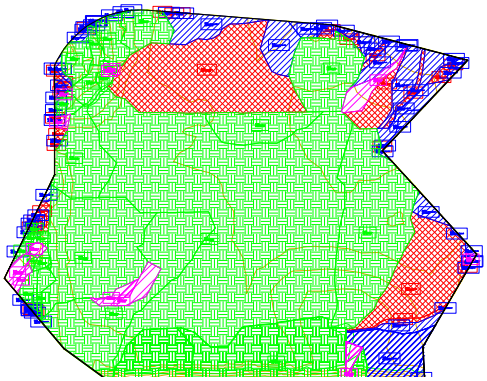

Figure 4-40 *Watersheds displayed after performing the* ***Watersheds*** *analysis*
8. Again, choose OK to close the Surface Properties - Surface1 dialog box; different hatch patterns representing different watershed regions in the surface are displayed, as shown in Figure 4-40. Each watershed area has a tag that displays information about that watershed.